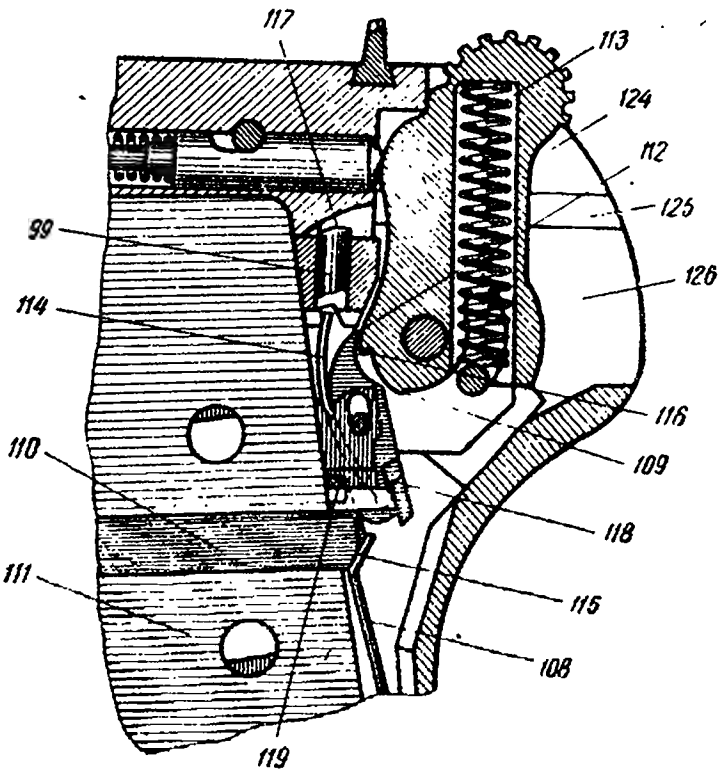

Рис. 36
4. Тугое движение разобщителя в гнезде колодки ударно-спускового механизма (*99* на рис. 36). Опробовать движение разобщителя в гнезде колодки. Отделить разобщитель и посмотреть, не имеет ли он забоин и изгиба и нет ли наплыва металла на верхнем конце.	Наплыв металла и забоины на разобщителе осторожно зачистить плоским надфилем. При незначительном изгибе — выправить разобщитель медным молотком на свинцовой плите. При большом изгибе и уменьшении длины разобщителя (что проверяется его работой в пистолете) заменить разобщитель.
Усилие на спуск должно быть в пределах 2—5 *кг*. Причины тугого спуска: 1. Изгиб спусковой пружины вперед (*108* на рис. 36). Осмотреть пружину и проверить ее кривизну сравнением с новой. Искривление спусковой пружины, нарушающее ее форму, не допускается.	Выправить пружину медным молотком на свинцовой плите.
2. Забитость боевого взвода курка (*109* на рис. 36). Боевой взвод курка должен быть чистым, на краях его не должно быть следов от забоин.	Подъем металла на плоскости боевого взвода осторожно снять трехгранным надфилем, не трогая плоскости боевого взвода. После подчистки проверить усилие, необходимое для спуска.
3. Изгиб тяги спуска (*110* на рис. 36). Осмотреть стенки тяги спуска и проверить, свободно ли перемещается спуск в рамке. Спуск в рамке должен перемещаться свободно и возвращаться в крайнее переднее положение под действием спусковой пружины.	Выправить тяги спуска медным молотком на оправке магазинной коробки, зажатой в губках тисок. После правки проверить перемещение спуска в рамке.
Стенки тяги спуска должны быть прямые и параллельные друг другу. 4. Смятие стенок коробки магазина (*111* на рис. 36). Осмотреть магазин, не имеют ли его стенки смятия или изгиба, вызывающих трение о них тяги спуска.	Выправить стенки коробки магазина на оправке (карта 22).
Слабый спуск курка с боевого взвода Проверить усилие на спуск при помощи пружинных весов, имеющих скобу для захвата спуска (способ проверки см. «Тугой спуск курка с боевого взвода»). Причины слабого спуска: 1. Износ боевого взвода курка (*109* на рис. 36). Нарушение плоскости взвода в виде скругления ее наружного угла не допускается.	Выровнить плоскость взвода трехгранным надфилем (карта 23). При значительном износе или скрошенности боевого взвода заменить курок.
2. Износ шептала (*112* на рис. 36). Верхний конец шептала не должен иметь скругления рабочего угла, вызывающего слабый спуск (менее 2 *кг*).	Выровнить плоскость шептала бархатным напильником (карта 23).
3. Осадка или поломка боевой пружины (*113* на рис. 36). Боевая пружина должна действовать энергично; она должна иметь 16 рабочих витков.	Заменить сломанную или осевшую боевую пружину запасной.
4. Осадка пружины шептала (*114* на рис. 36). Осмотреть пружину и проверить, находится ли шептало под действием пружины и не имеет ли оно шатания при курке, повернутом назад доотказа и удерживаемом в этом положении пальцами правой руки. Пружина шептала должна быть прямой; незначительный изгиб ее по направлению к шепталу допускается, если не нарушается энергичное действие шептала.	Заменить пружину шептала запасной. Как крайняя мера при отсутствии запасных пружин — выпрямить пружину пальцами руки. После этого прижать пружину к шепталу, отпустить и проверить ее изгиб. При незначительном изгибе, обеспечивающем энергичное действие шептала, оставить пружину шептала в пистолете.
5. Осадка спусковой пружины (*108* на рис. 36). Осмотреть пружину и проверить действие ее на спуск. Спуск подать	Заменить спусковую пружину запасной.
Неспуск курка с боевого взвода Проверить спуск курка с боевого взвода, для чего нажатием на спуск подать его в крайнее заднее положение, отвести затвор назад до постановки курка на боевой взвод, нажать на затворную задержку и отпустить затвор, который придет в переднее положение. После этого отпустить спуск и вторично подать его назад; при этом курок должен быть спущен с боевого взвода. Причины неспуска курка с боевого взвода: 1. Изгиб разобщителя (*99* на рис. 36).
2. Изгиб верхнего конца спусковой пружины вперед (*115* на рис. 36).
3. Помятости тяги спуска и стенок магазина (*110* и *111* на рис. 36) (см. стр. 37—38, «Тугой спуск курка с боевого взвода», причины 3 и 4).
Курок, поставленный на предохранительный взвод, не должен срываться с него при нажатии пальцем руки снизу на головку и при действии на спуск. Причины срыва курка с предохранительного взвода: 1. Скрошенность передней стенки выема на курке (*116* на рис. 36).
2. Скрошенность шептала (*112* на рис. 36).
3. Намины на рабочем конце шептала (*112* на рис. 36).
Поставить курок на предохранительный взвод и давлением рукой опробовать, прочно ли удерживается затвор разобщителем и не отводится ли он в заднее положение. Причины неудержания затвора: 1. Износ верхней части разобщителя (*117* на рис. 36).
2. Износ призматического выступа шептала (*118* на рис. 36) или плечика разобщителя (*119* на рис. 36).
4. Осадка или поломка боевой пружины (*113* на рис. 36). Осмотреть боевую пружину и проверить ее действие. Боевая пружина должна действовать энергично; она должна иметь 16 рабочих витков.	Заменить боевую пружину запасной.
5. Трение курка о стенки заднего выреза в затворе (*124* на рис. 36), колодке (*125* на рис. 36) и рамке (*126* на рис. 36). Опробовать движение курка в задием вырезе затвора, колодки и рамки: нет ли трения и задержек при движении курка.	Места на затворе, колодке и рамке, где происходит трение, зачистить плоским надфилем до свободного прохода курка. Поверхность курка не зачищать.